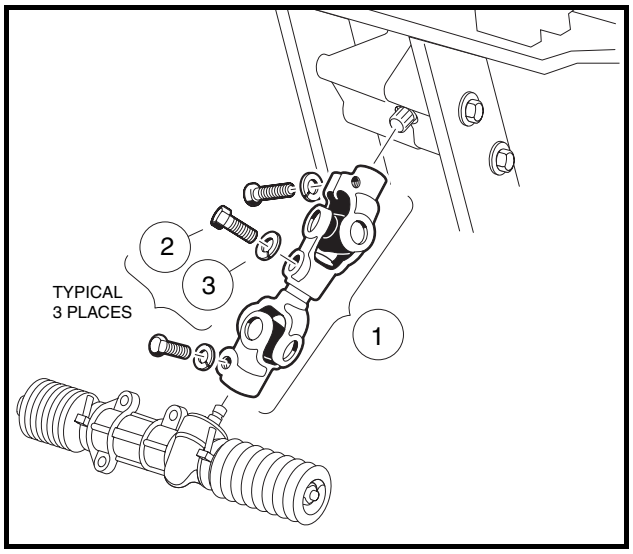

Figure 14-10 Compound Steering Joint
3. Remove the steering joint assembly **(Figure 14-10, Page 14-16)**.
5.1. Position steering joint assembly (1) on vehicle as shown. Install three lock washers and three bolts and tighten to 15 ft-lb (20.3 N·m) **(Figure 14-10, Page 14-16)**.